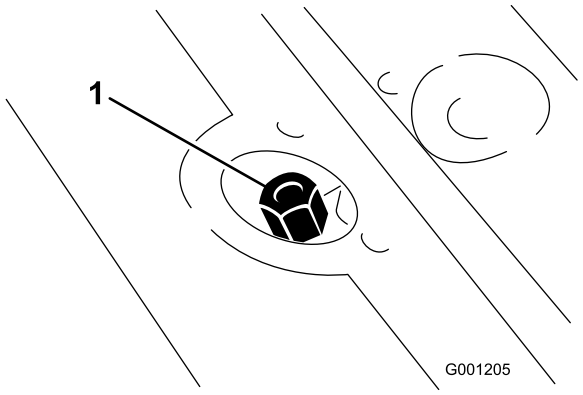

Figur 25
2. Ta ut oljestickan (Figur 25) från påfyllningsröret och torka av den med en ren trasa. Skruva på oljestickslocket med fingrarna på påfyllningsröret och ta sedan loss det och kontrollera nivån. Om nivån är lägre än 13 mm från skåran på oljestickan, fyller du på tillräckligt med högkvalitativ hydraulolja för att höja nivån till skåran. Fyll inte på för mycket.